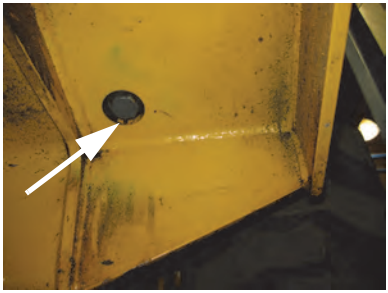

Figure 47 Hydraulic Oil Drain Plug
2. Open the reservoir drain plug, located on the inside bottom of the right riser (Figure 47).
2. Open the reservoir drain plug (Figure 47), and allow the oil to drain.